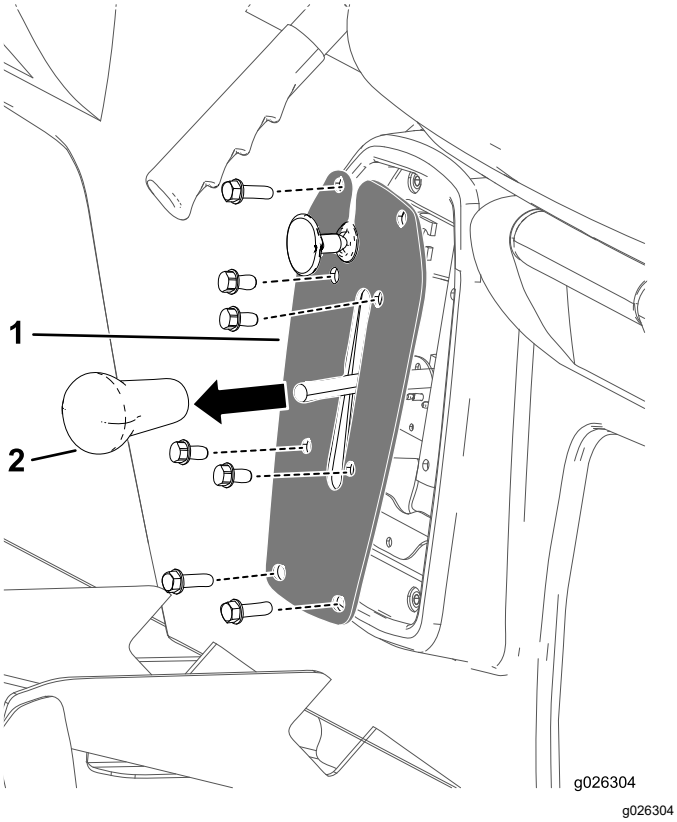

Figur 42
1. Fjern grebet fra gearstangen (Figur 42).
2. Afmonter de fire bolte, der fastgør skiftepladen til skiftebeslaget (Figur 42).
3. Afmonter de fire bolte, der fastgør skiftepladen til sædesoklen, og afmonter skiftepladen (Figur 42).
4. Skru grebet fra gearstangen, og stram grebet med hånden (Figur 42).